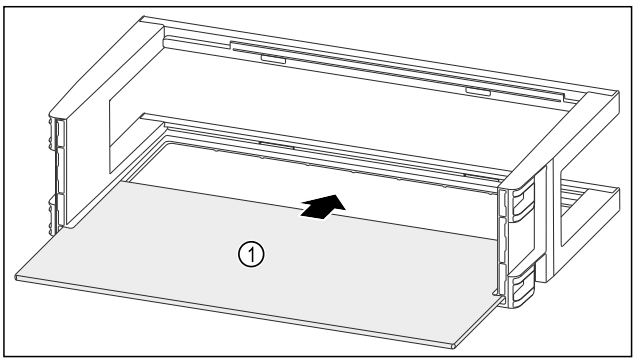

Fig. 125
▶ Împingeți în interior raftul *Fig. 125 (1)* în degajările laterale.